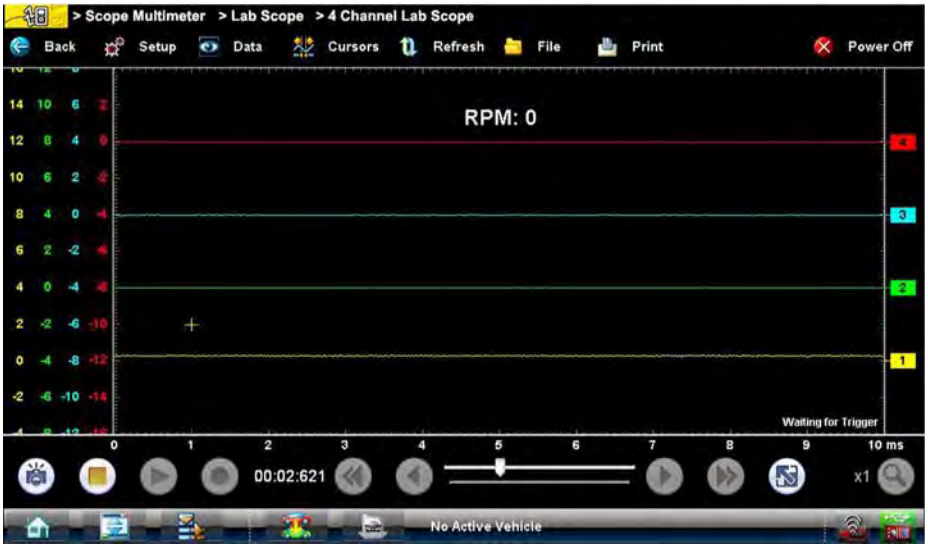

Figure 8-20 *Sample Show RPM selected*
- **Show RPM**—adds an engine speed field at the top of the screen (Figure 8-20).